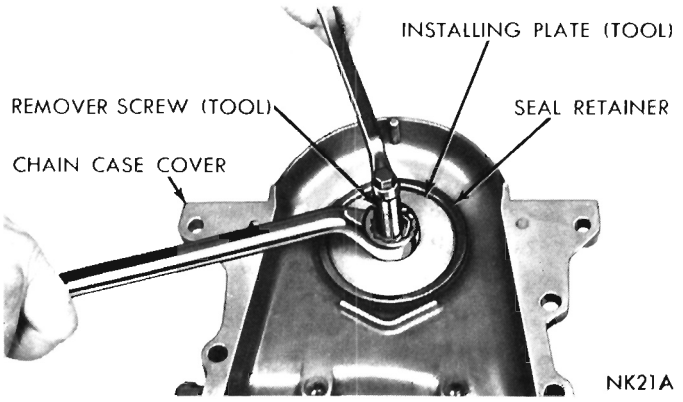

Fig. 30—Installing New Seal
(8) Install flat washer and nut on remover screw, hold screw and tighten the nut (Fig. 30).